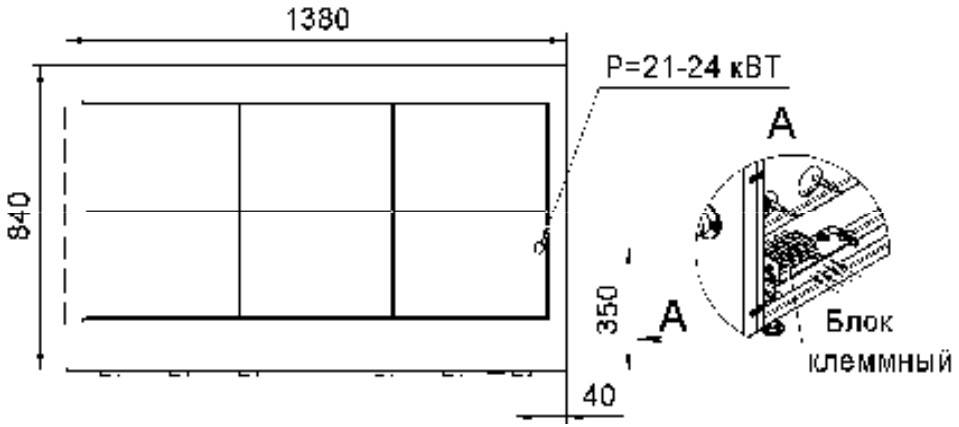

Рис.5
6.7 Рекомендуем, подвод электропитания к плите производить, скрытой в полу, трубной разводкой. Диаметр трубы – не мене 1/2" (Ø=22мм), высота от уровня пола не более 60мм (см. рис.5).
Блок клеммный, для подключения плиты к э/сети, расположен за правой облицовочной панелью шкафа, внизу (см. рис.5).